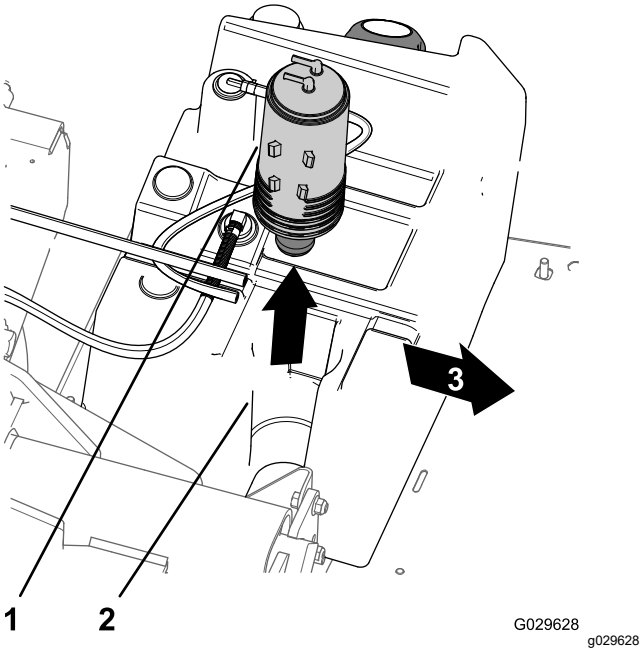

Figur 50
3. Lyft av kolkanistern från dess fäste i bränsletanken (Figur 50).
7. Placera den nya kolkanistern på bränsletankens kolkanisterfäste med Purge- och Fuel Tank-kopplingarna riktade bakåt (Figur 50).